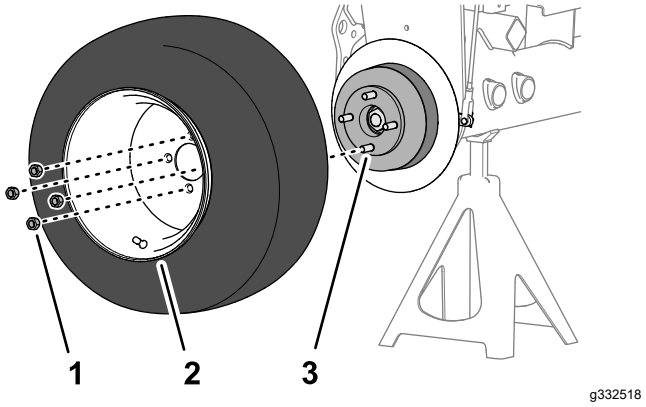

Figuur 76
1. Verwijder de 4 wielmoeren waarmee het voorwiel aan de naaf bevestigd is en verwijder het wiel (Figuur 76).